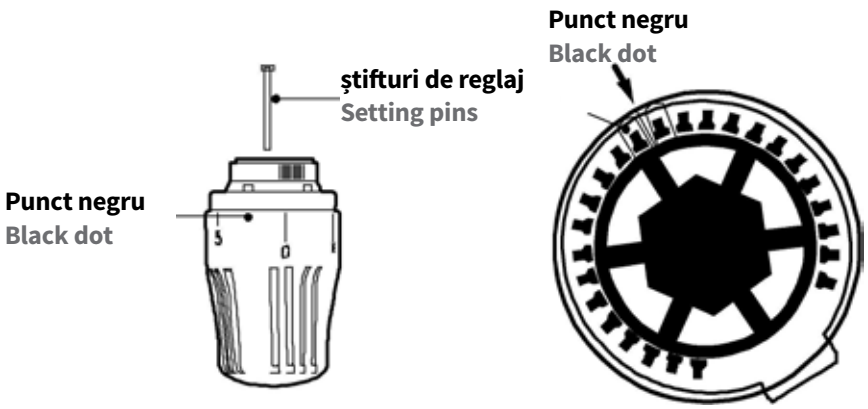

Fig. 6
2. Găsiţi punctul negru - vezi Fig. 6 - şi introduceţi un ştift de fiecare parte a punctului
2. Find the black dot - see Fig. 6 -and insert a pin on either side of the dot